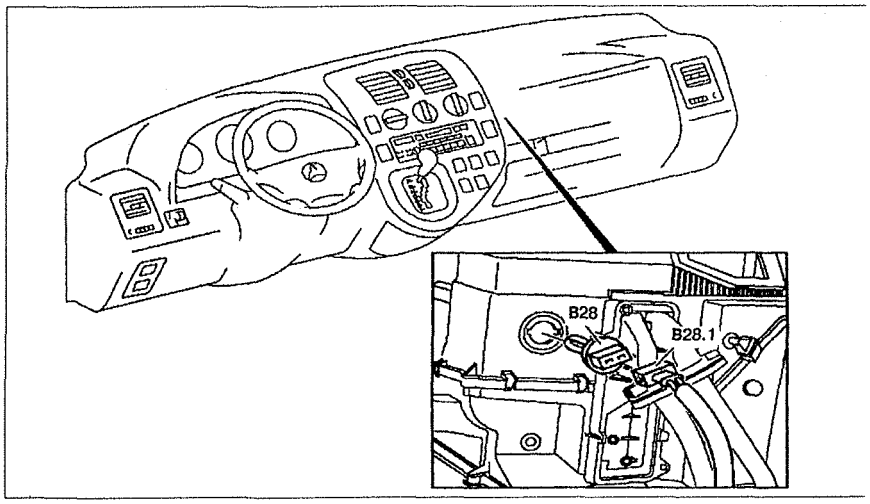

Рис. 10.16. Датчик температуры выходящего воздуха:
1. Извлеките выключатель **S95** (см.рис.10.16).